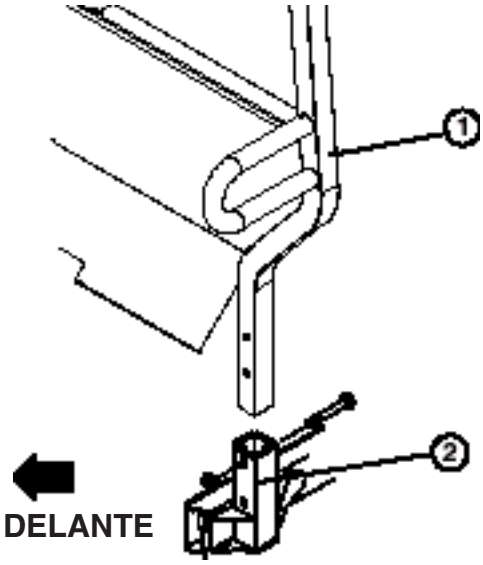

Figura 6
1. Inserte cada lado del sistema en el soporte de montaje a cada lado del bastidor del vehículo, posicionando el sistema de protección según muestra la Figura 6.
2. Fije cada lado del sistema de protección anti-vuelco a los soportes de montaje con (2) tornillos de caperuza de ½-13 x 3" lg. y contratuercas.